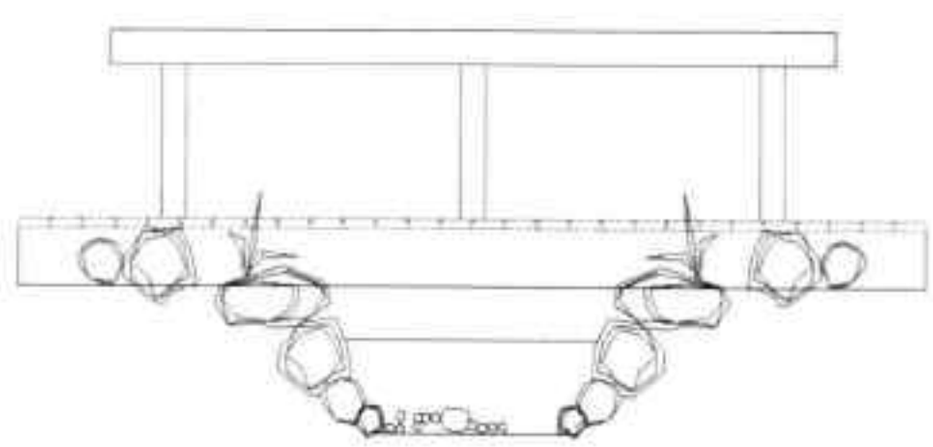

图20-92 绘制卵石造型
Step 12 执行“样条曲线”命令，绘制水底多个卵石造型，如图 20-92 所示。